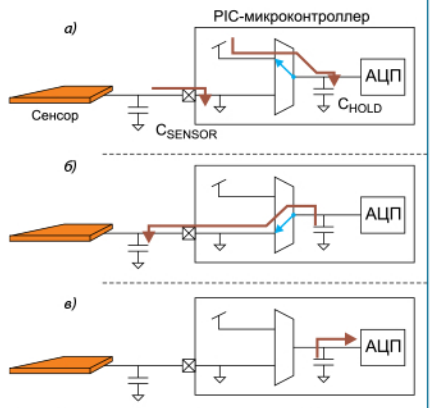

Рис. 3. *Этапы измерения емкости методом CVD:*
1. Предварительный заряд (рис. 3а). Обе емкости заряжаются до фиксированных разнополярных значений напряжений (C_{HOLD} заряжен до напряжения питания V_{DD}, C_{SENSOR} до V_{SS} — вывод МК настроен как выход с уровнем «лог. 0»).
2. Выравнивание зарядов (рис. 3б). АЦП подключается к входу с сенсором, то есть емкость УВХ подключается параллельно с емкостью сенсора. Вывод микроконтроллера с сенсором настраивается как вход.
3. Измерение результирующего напряжения (рис. 3в) V_{SAMPLE}